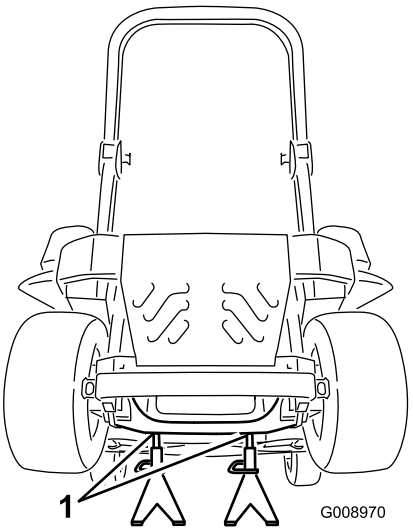

Figur 82
3. Løft maskinen, og understøt den med donkrafte (Figur 82).
9. Fjern donkraftene, og sænk maskinen (Figur 82).